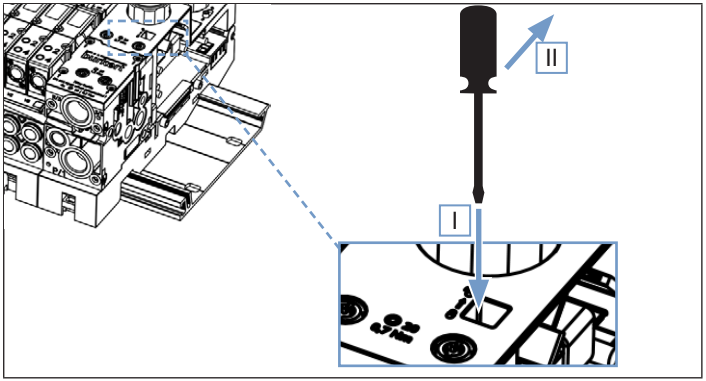

Abb. 25: Entriegeln bei nicht zugänglichem Entriegelungsschieber
→ Nur Geräte REV.2: Wenn die Zugänglichkeit des Entriegelungsschiebers durch ein Absperrventil eingeschränkt ist, kann der Entriegelungsschieber auch von der Vorderseite her betätigt werden (siehe „Abb. 25“). Dazu einen schlanken Schlitzschraubendreher (Schaft mit einer Länge von mindestens 85 mm und einem Durchmesser von maximal 4 mm) bis zum Anschlag in den Durchbruch im Manometermodul (I) einführen und dann leicht nach oben kippen (II).